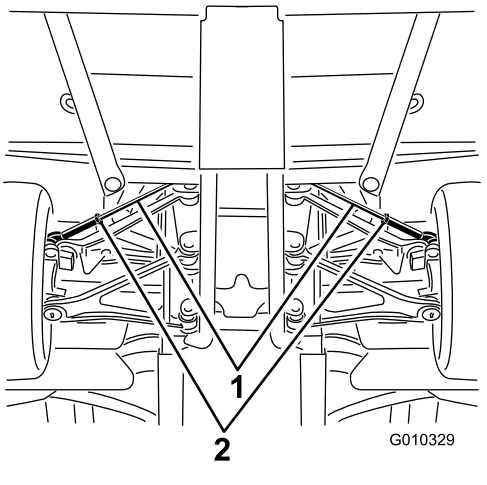

Figur 58
A. Løsn kontramøtrikken midt på forbindelsesstangen (Figur 58).